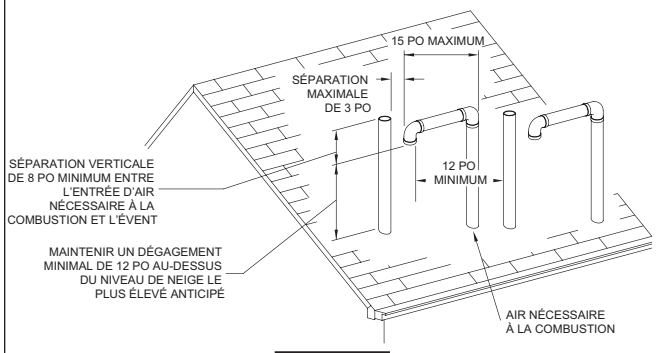
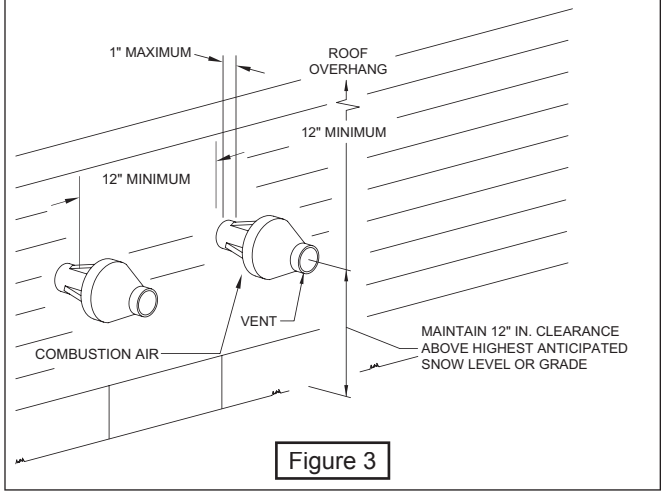

Figure 1
Figure 3
Les canalisations d'alimentation en air et d'évacuation doivent avoir une extrémité commune dans la même zone de pression atmosphérique, soit à travers le toit ou un mur extérieur (extrémité sur le toit de préférence). Voir figures 1 et 2 pour les dégagements requis.
Si on utilise l'extrémité d'évent concentrique, se référer à la figure 3 pour le réglage adéquat.
Placer l'arrivée d'air de combustion aussi loin que possible de la piscine et de la station de pompage de la piscine. Toutes les canalisations d'air de combustion et d'évacuation doivent être étanches et imperméables. Les extrémités des canalisations d'air de combustion et d'évacuation doivent aussi être exactement comme illustré aux figures 1 et 2. Si on utilise une extrémité d'évent concentrique, se référer aux figures 3 à 5 pour le réglage adéquat.
1. Consulter les figures 1 et 2 de la Section V, *« Exigences pour les évents et les conduites d'entrée d'air »* pour les extrémités standard à canalisation double sur le toit ou par le mur et les figures 3 à 5 (de la même section) pour les extrémités d'évent concentrique (l'extrémité sur le toit est préférable). Les canalisations d'alimentation en air et d'évacuation doivent avoir une extrémité commune dans la même zone de pression atmosphérique, tel qu'illustré. La construction au travers de laquelle les tuyaux d'alimentation et d'évacuation peuvent être installés doit avoir une épaisseur minimale de ¼ po et maximale de 24 po.